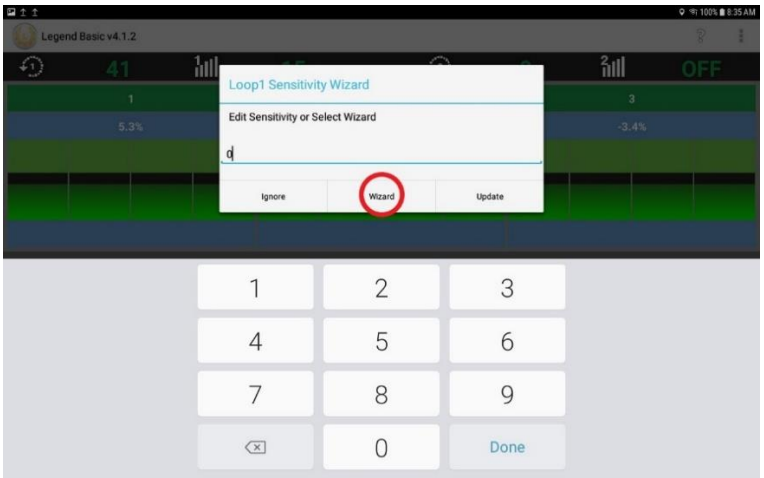

Figure 5.3
4. Tap "Wizard" as in figure 5.3. The sensitivity will automatically be set based on the seeds per second the sensors are currently seeing.